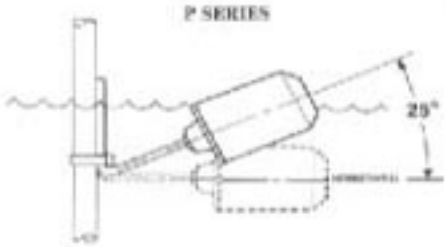

FIG. 1
- C1-115 VAC SERIES PLUG (6' MIN. SEE FIG. 1) LABEL ON CORD (LISTED)
- F1-115 VAC SERIES PLUG (6' MIN. SEE FIG. 1) LABEL ON FLOAT (LISTED)
- R1-115 VAC SERIES PLUG (6' MIN. SEE FIG. 1) NO LABEL (COMPONENT RECOGNIZED)